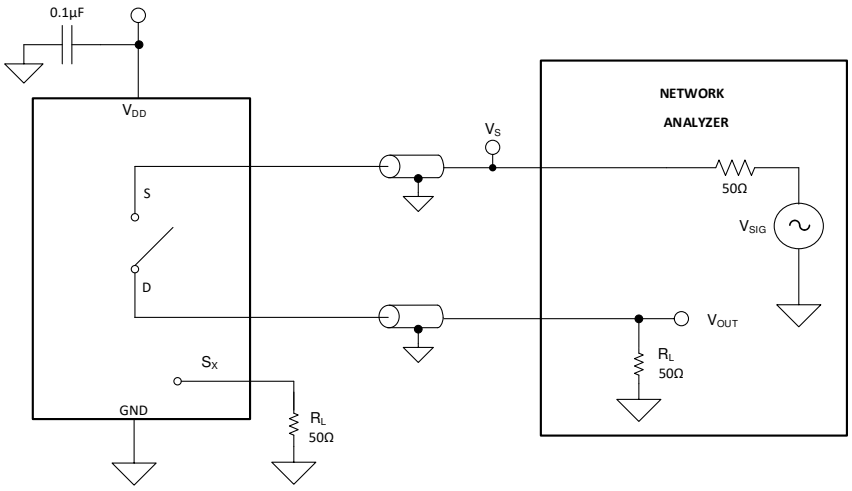

**图 8-8. Off Isolation Measurement Setup**
Off isolation is defined as the ratio of the signal at the drain pin (D) of the device when a signal is applied to the source pin (Sx) of an off-channel. 图 8-8 shows the setup used to measure, and the equation to compute off isolation.